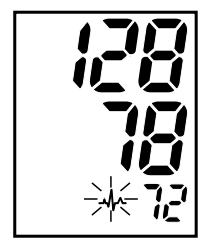

Fig. 1-4
c. Dispozitivul umflă manșeta până la presiunea necesară pentru efectuarea măsurătorii. După aceasta dispozitivul evacuează încet aerul din manșetă și efectuează măsurarea. În cele din urmă, se calculează tensiunea arterială și pulsului și valorile acestora apar pe ecranul LCD. Va lumina intermitent simbolul bătăilor neregulate ale inimii (dacă există). A se vedea fig. 1-4.